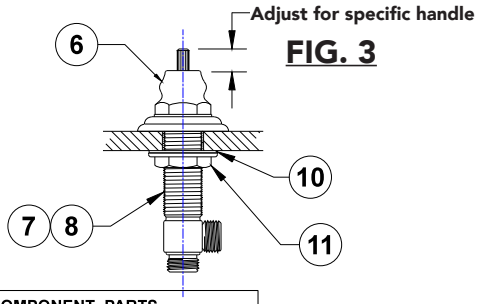

FIG. 3
6. Install hot and cold valve assemblies **(7)(8)** from bottom of counter. Install valve escutcheon **(6) Fig.3** on valve assemblies. Adjust valve assemblies per **Fig. 3**, tighten nut **(11)** on each valve assembly